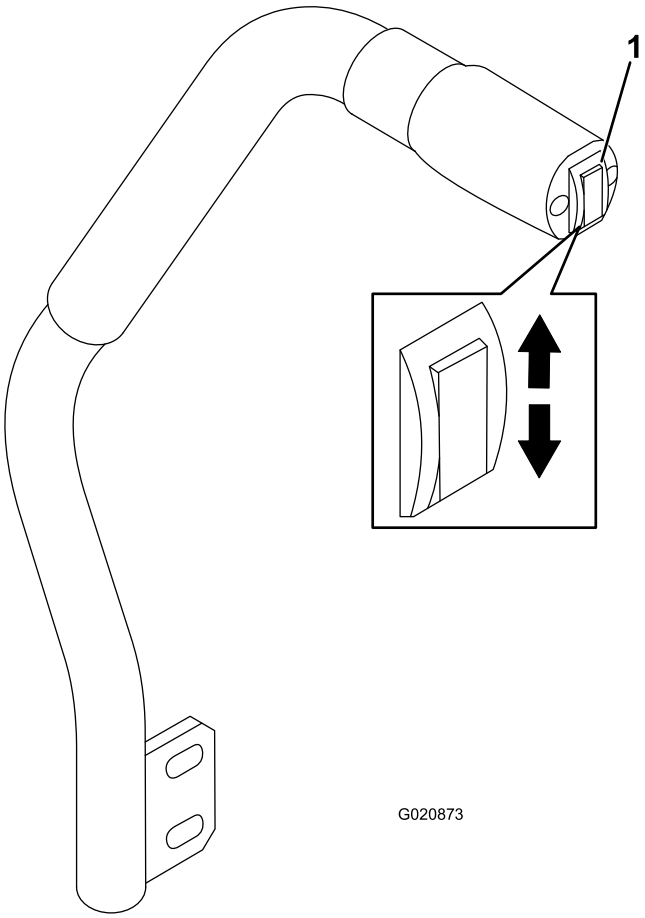

Figuur 18
Met de hefschakelaar kunt u het maaidek opheffen en neerlaten (Figuur 18). De motor moet lopen om deze hendel te kunnen bedienen.
- Om het maaidek neer te laten, duwt u de hefschakelaar naar beneden (Figuur 18).
- Om het maaidek op te heffen, duwt u de hefschakelaar naar boven (Figuur 18).
1. Laat de motor lopen, druk de hefschakelaar naar boven totdat het maaidek volledig is opgeheven, en **laat de schakelaar dan onmiddellijk los** (Figuur 18).